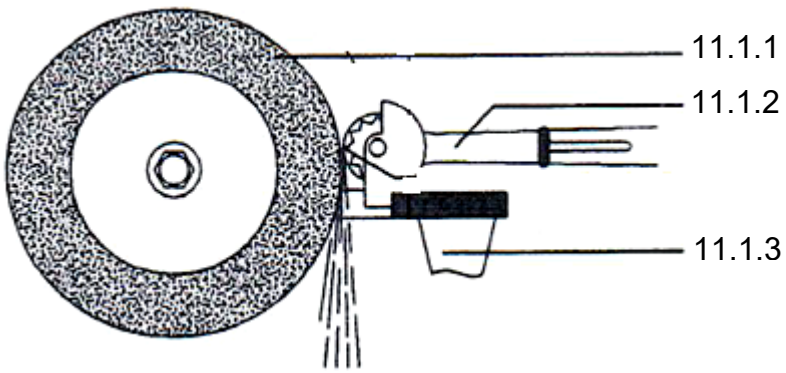

FIGURE 2
FIGURE 2 shows a grinding wheel dresser being used on a grinding wheel.
11.2 Name the type of wheel dresser shown in FIGURE 2. (1)